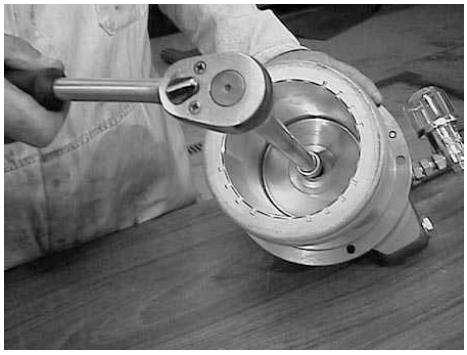

Fig. 41
8.11 Install the Outer Magnet Ring (OMR) (51.51) Rotate clockwise on cam viewed on front, and tighten the Outer Magnet Ring Retention Screw (62.S41) to a torque of 25 Nm (18ftlbs) after applying thread lock to screw. - **Fig. 41**